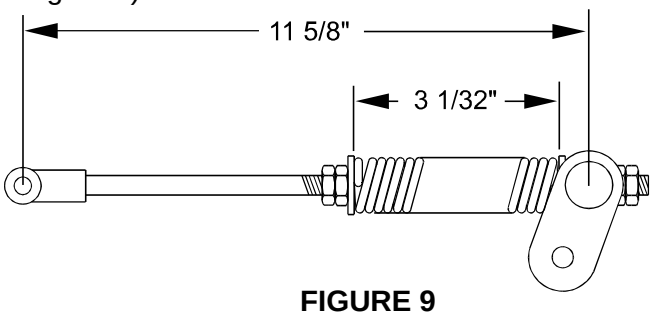

FIGURE 9
d) Adjust two 5/16 x 1-1/2” carriage bolts in the hydro control arm in or out until the head contacts the butterfly plate, and then tighten jam nuts (See Figure 9).